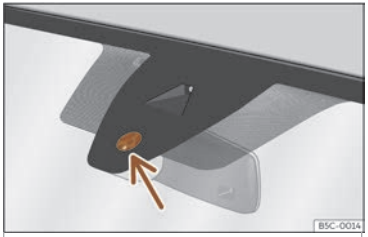

Fig. 98 Superficie sensible do sensor de choiva.
As posibles causas de anomalías e interpretacións erróneas *na área da superficie sensible*>>> **fig. 98** do sensor de choiva son, entre outras:
- **Limpe regularmente a superficie sensible do sensor de choiva>>> fig. 98 (frecha) e comprobe posibles danos nas gomas.**